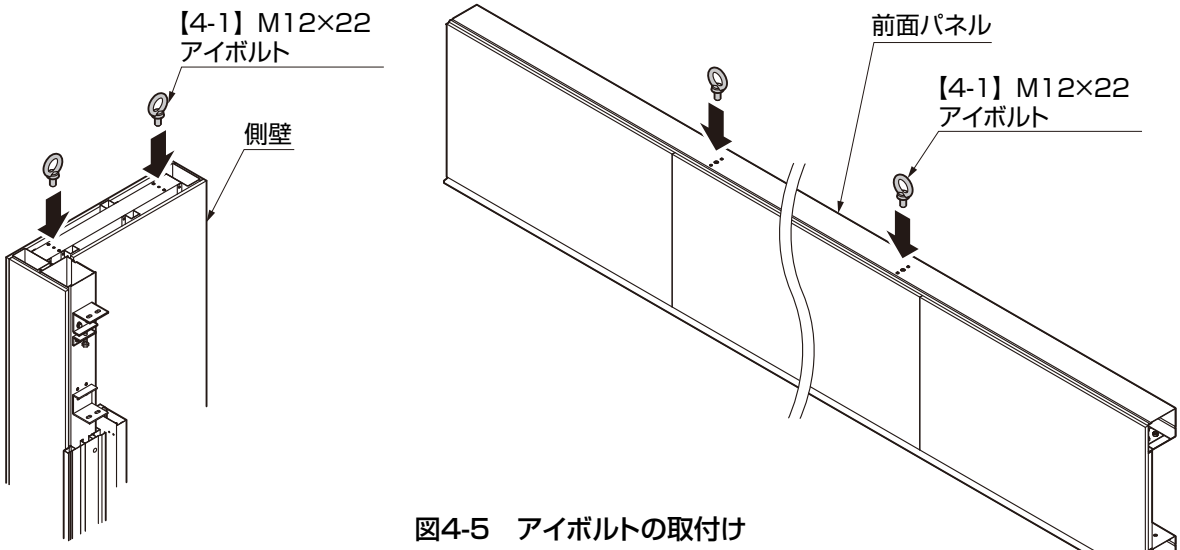

図4-5　アイボルトの取付け
①側壁と前面パネルに【4-1】を取付けてください。（図4-5参照）